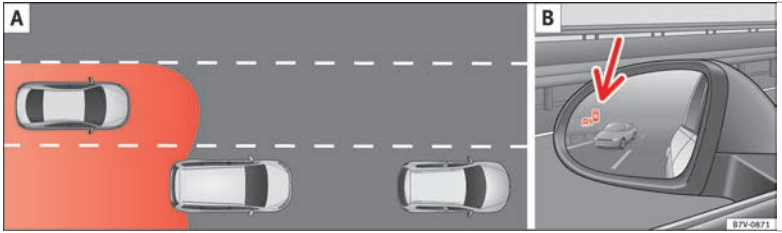

Fig. 222 Schematic diagram: A Passing situation with traffic behind the vehicle. B Indication from the blind spot detector in the left-hand external mirror.
In the following situations, an indication will be displayed in the external mirror ››› **Fig. 222 B** (arrow) or ››› **Fig. 223 B** (arrow):
- When being passed by another vehicle ››› **Fig. 222 A**.